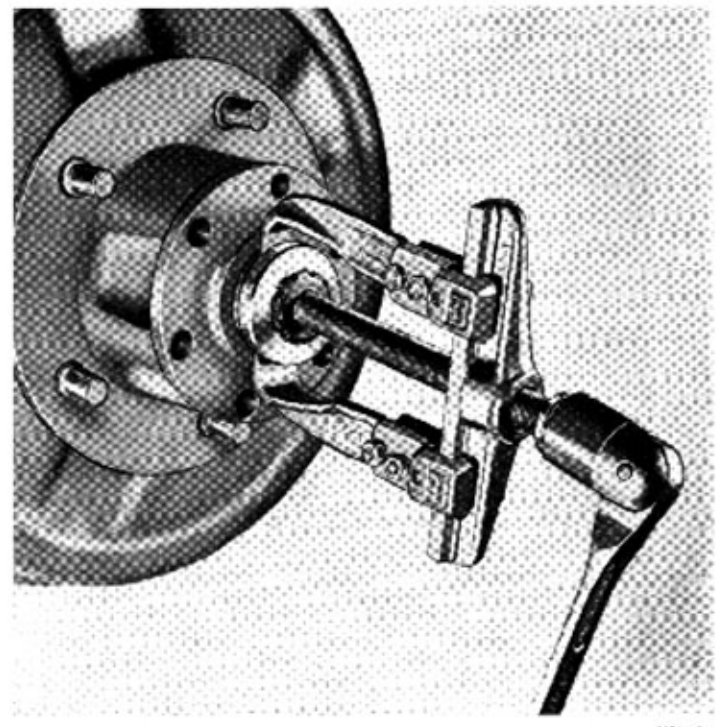

Bild 77-4. Demontering av medbringare
2. Demontera navkapseln och låsringen på axeltappen. Skruva ur skruvarna i medbringaren och drag av den med en avdragare. Se bild 77-4.
3. Vik upp låsbrickan (6) och skruva av muttrarna (5 och 7) med hylsnyckel SVO 2482 och tag bort brickan (8).